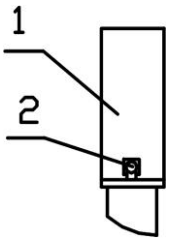

Рис.10.6
10.7.2 Аккуратно уложить кабели в КССТ-1 (КССТ-2, КС-1, КС-2 или КСУМ-1), закрыть крышку 1 (рис. 10.6), закрепить с помощью винтов 2 и опломбировать.